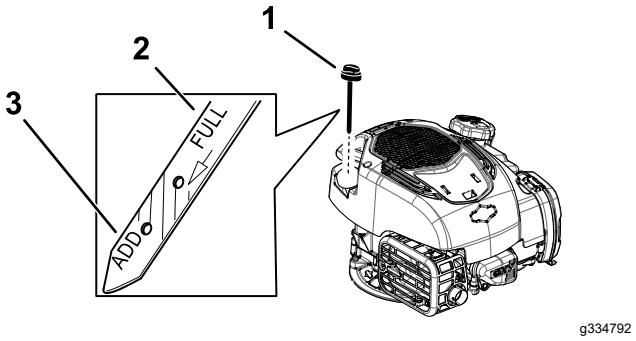

**Figure 10**
6. Vérifiez le niveau d'huile indiqué par la jauge (Figure 10).